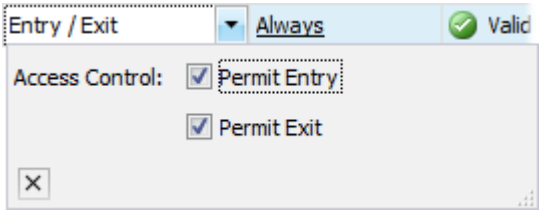

Figure 32
9. Depending on the entity selected in the "What" column, the "Options" column may have a drop-down selection available. ***Figure 32*** is an example of the Door control options.